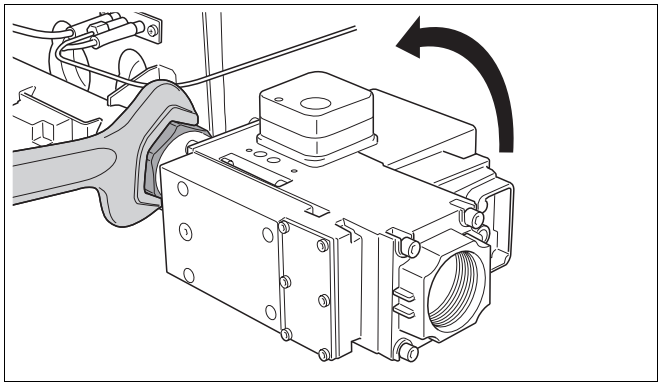

Rys. 41 Odkręcenie i przekręcenie armatury gazowej
- Poluzować śrubunek między armaturą gazową i palnikiem gazowym (rys. 41).
- Ustawić armaturę gazową we właściwej pozycji (rys. 41).